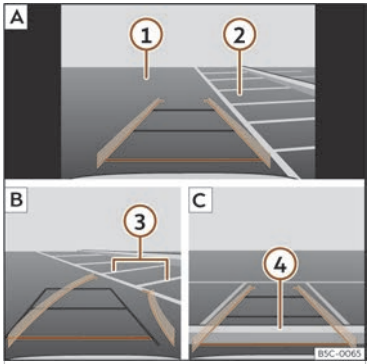

Fig. 140 Visualización en la pantalla del sistema de infotainment: aparcar con el asistente de marcha atrás.
Leyenda de la ››› **fig. 140**:
- Sitúe el vehículo delante del hueco de aparcamiento >>> **fig. 140** ② A.
- Retroceda girando el volante de manera que las líneas amarillas se introduzcan en el hueco de aparcamiento. Las líneas verdes y amarillas tienen que coincidir con las líneas de delimitación laterales ③ B.
- Detenga el vehículo cuando la línea roja haya alcanzado la delimitación trasera ④ C.